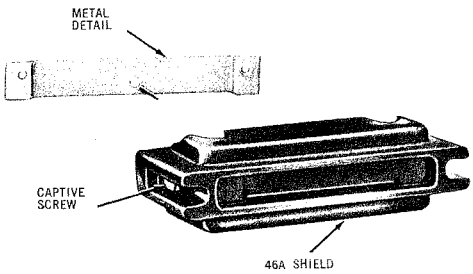

Fig. 9 — 46A Shield
3.05 The ***46A Shield*** (Fig. 9) consists of a shield of insulating material containing two captive screws and a metal mounting strap.